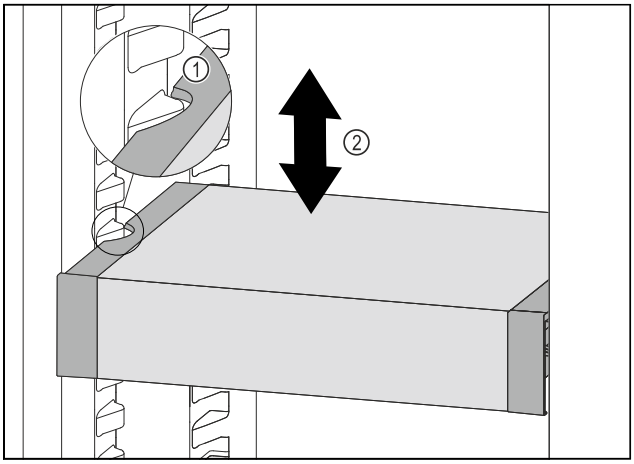

Fig. 125
▶ Pull VarioSafe forwards until the recesses in the side of the VarioSafe are at the level of the support rib in the refrigerator compartment. *Fig. 125 (1)*
▶ Move VarioSafe up or down in the refrigerator compartment until the desired height is reached. *Fig. 125 (2)*